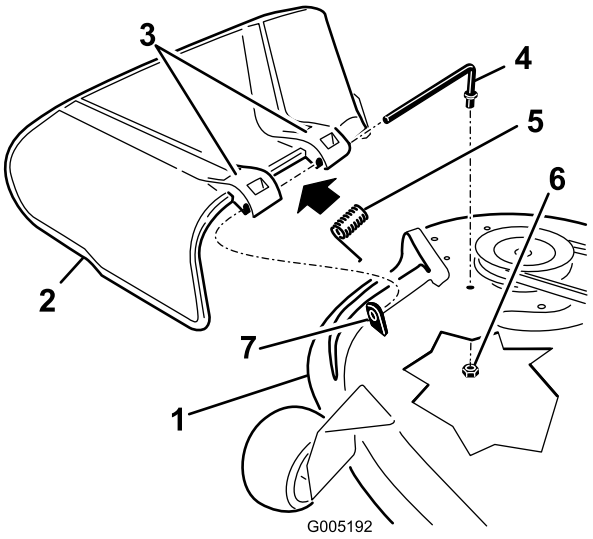

Figure 69
1. Locate items shown in Figure 69.
2. Remove the nut (3/8 inch) from the rod under the mower (Figure 69).
3. Slide the rod out of the short stand-off, spring, and grass deflector (Figure 69). Remove the damaged or worn grass deflector.
4. Replace the grass deflector (Figure 69).
6. Place the spring on the rod, with end wires down, and between the grass deflector brackets. Slide rod through second grass deflector bracket (Figure 69).
7. Insert rod at front of grass deflector into short stand-off on deck. Secure rear end of rod into the mower with a nut (3/8 inch) (Figure 69).